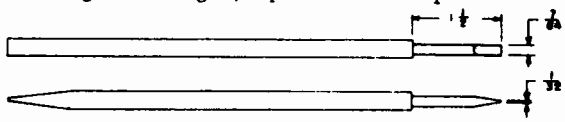

Figure 8 – Alignment Tool
3. Using a non-metallic alignment tool (See Fig. 8) peak the hi-band oscillator slug L101 for best picture detail and sound quality.